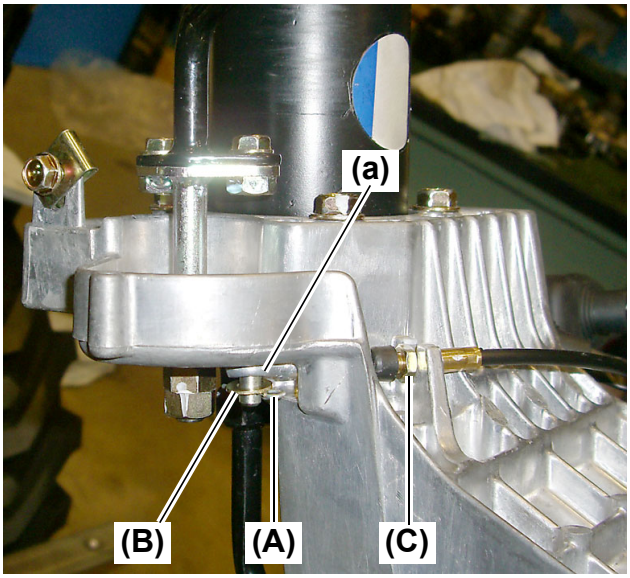

Fig. 2
5. Remove the snap pin **(Fig. 2, (A))** and washer **(Fig. 2, (B))** under the accelerator lever. Remove the eyelet **(Fig. 2, (a))** of the engine control cable from the pin.
6. Remove the nut **(Fig. 2, (C))**. Disconnect the engine control cable **(Fig. 1, (E))** (See page 10-146).